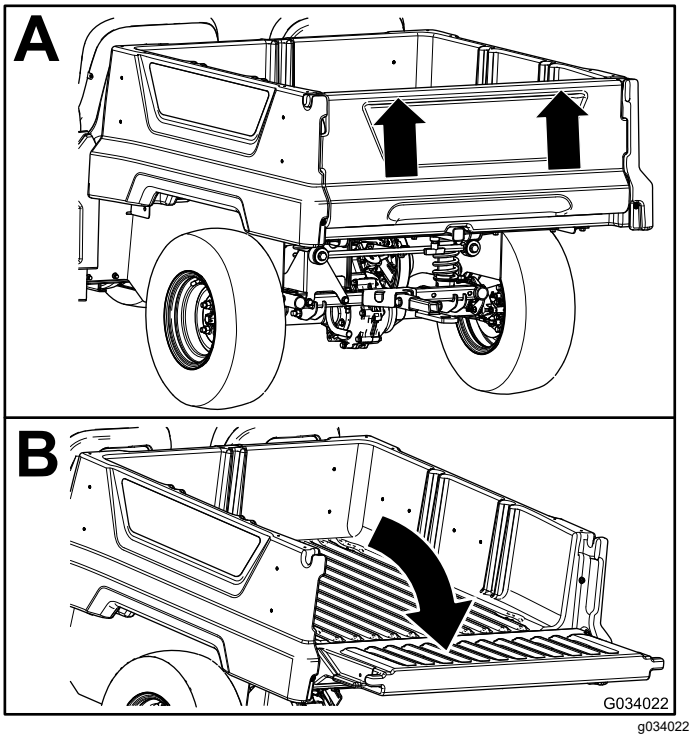

Rysunek 17
2. Obiema dłońmi podnieś tylną burtę za występ znajdujący się w górnej części burty (Rysunek 17).
3. Opuść tylną burtę, aż zrówna się z płaszczyzną platformy ładunkowej (Rysunek 17).